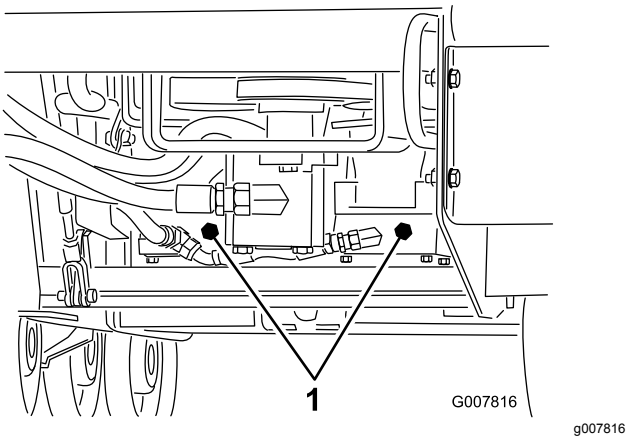

**Figuur 21**
3. Gebruik een steeksleutel om de sleepkleppen op de hydraulische pompen tweemaal linksom te draaien (Figuur 21).